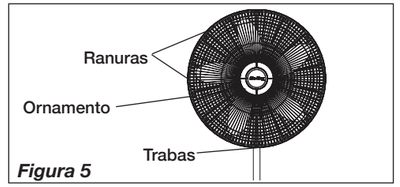

Figura 5
5. Con el cabezal del motor en posición recta, alinee el ***Ornamento*** de la ***Parrilla Delantera*** para que quede horizontal y mirando hacia arriba. Comenzando con la parte superior de la parrilla y avanzando hacia abajo, inserte las ***Trabas*** de la ***Parrilla Trasera*** a través de las ***Ranuras*** de la ***Parrilla Delantera. (Figura 5)***.